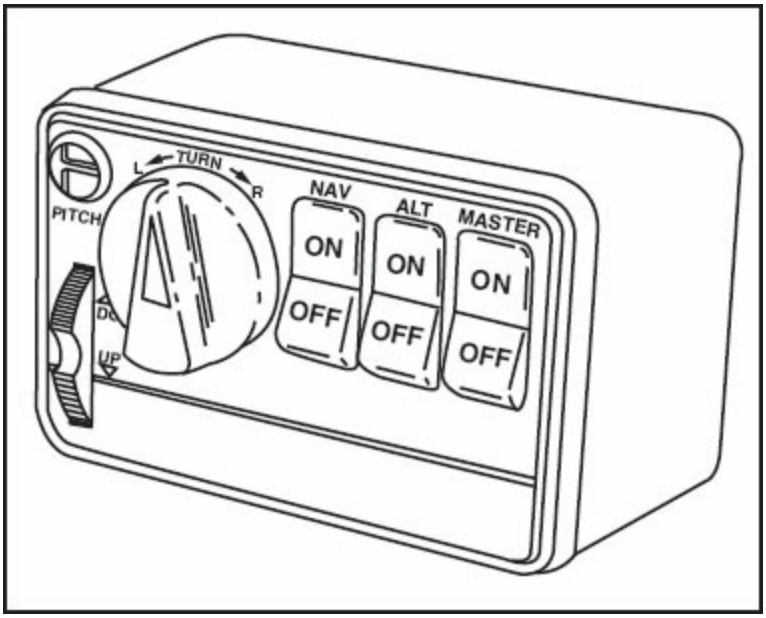

Figure 12-45. This illustrates an autopilot controller.
5. Controller — Figure 12-45 shows a typical controller. This unit is in the